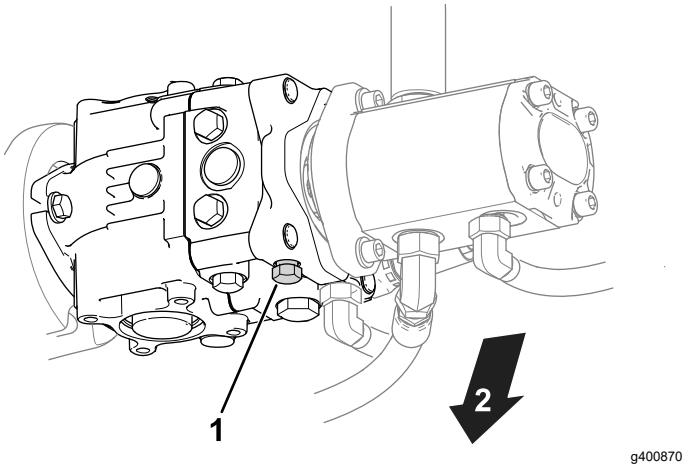

**Figur 27**
1. Find omløbsventilen på pumpen (Figur 27).